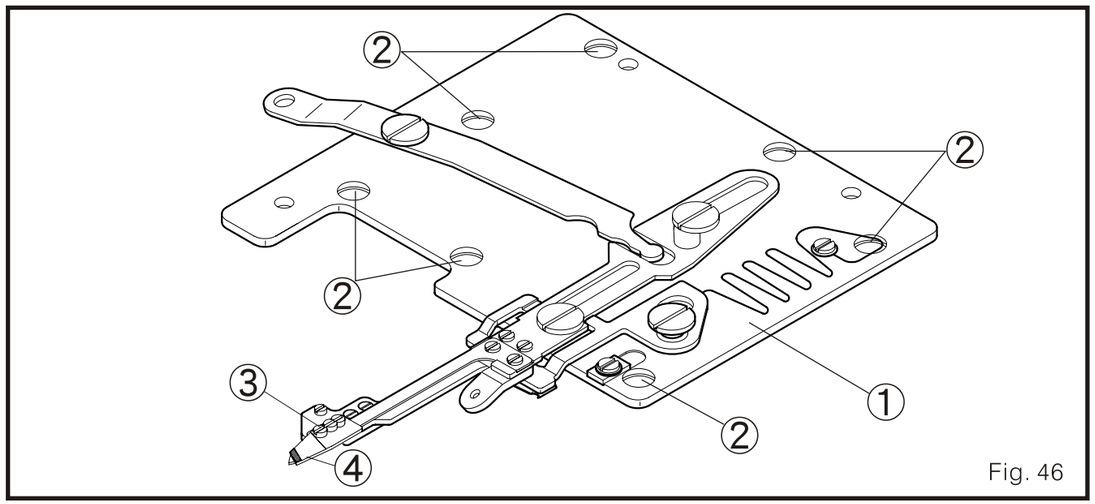

Fig. 46
(2) Mientras se ajuste, por favor afloje un poco los cuatro tornillos 2 del soporte para el rebordeador inferior 1. Mueva el dicho sujetador 1 hacia atrás y adelante hasta conseguir lo mencionado anteriormente en (1). Finalmente, ajuste firmemente los tornillo 2. (Fig. 46)
(4) Afloje un poco el tornillo 3, y ajuste la localicazión de la parte 4 para ajustar el espacio entre el rebordeador inferior y la punta del bucleador como se menciona en (3). Después ajuste tornillo 3 fuertemente. (Fig. 46)